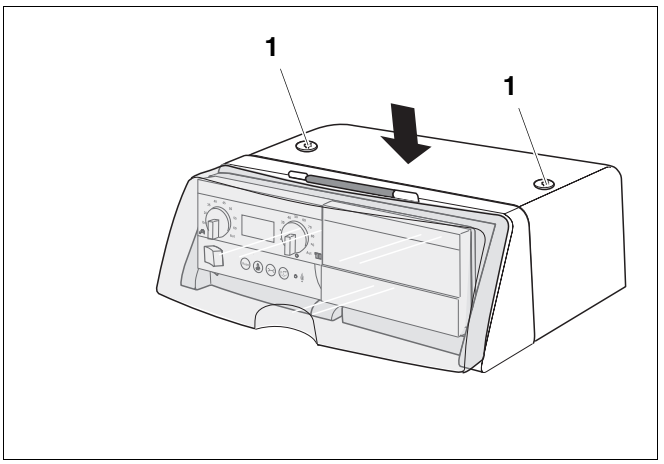

Bild 32 Abdeckhaube montieren
- Abdeckhaube am Regelgerät (Bild 32) in den Führungsschienen nach unten führen.
- 2 Schrauben (Bild 32, **Pos. 1**) am Gehäuse eindrehen.